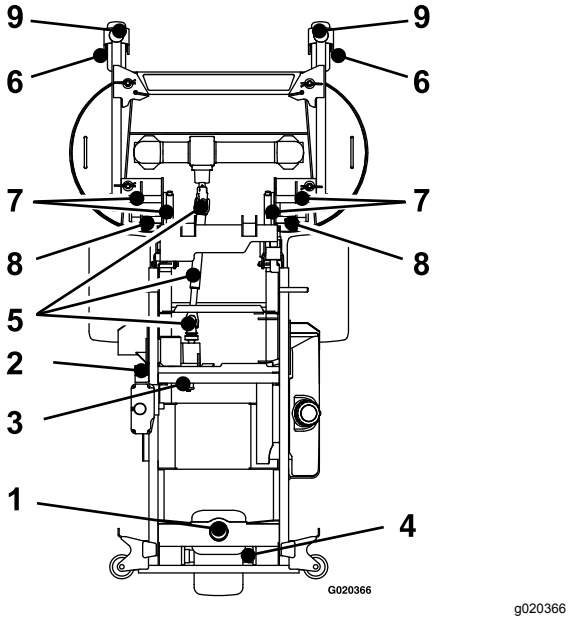

**Figure 27**
5. Graissez le bras de la poulie de tension de la courroie de pompe (Figure 27).